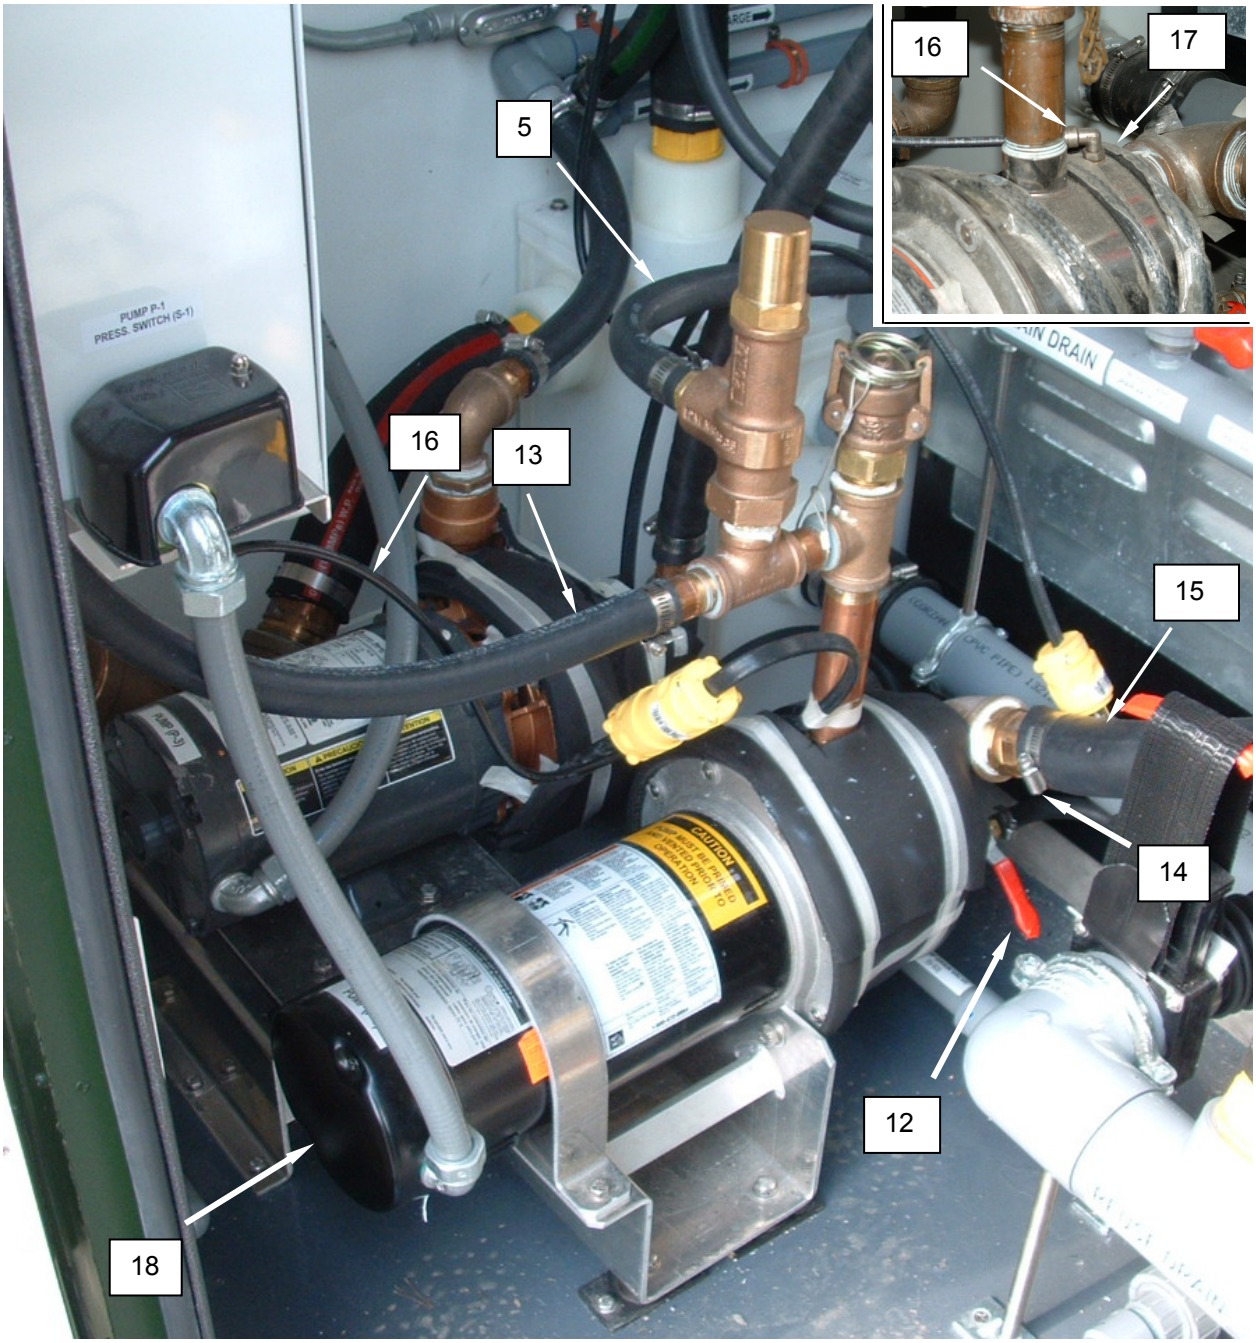

Figure 4. Replace the Pump Seal.
2. Open P-1 pump drain valve **(Figure 4, Item 12)** and allow pump to drain
4. Loosen hose clamp retaining discharge hose **(Figure 4, Item 13)** and remove hose.
5. Loosen hose clamp retaining pressure relief valve hose **(Figure 4, Item 5)**, and remove hose.
6. Loosen hose clamp retaining drain hose **(Figure 4, Item 14)** and remove hose.
7. Loosen hose clamp retaining pump suction hose **(Figure 4, Item 15)** and remove hose.
8. Loosen compression nut retaining pressure switch tubing **(Figure 4, Item 16)** to pump casing **(Figure 4, Item 17)**, and remove tubing.
9. Remove the screws retaining the pump end cover **(Figure 4, Item 18)**, and remove the pump end cover.